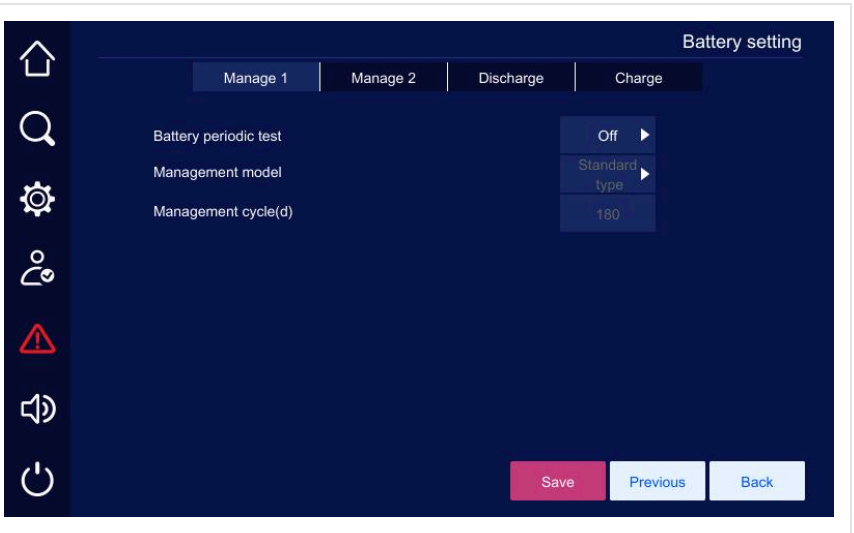

FIGURE 7-8 Battery cycle test: periodic test on/off, test type, interval in days
1. Open **Setting manage › Battery setting › Manage 1 › Next** (Figure 7-8).